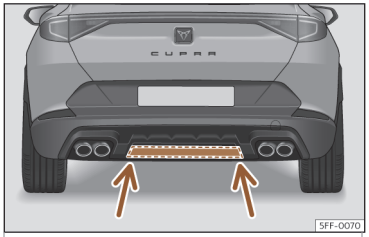

Abb. 86 Erfassungsbereich des unteren Sensors
- Wenn sich die Heckklappe nicht öffnet, wiederholen Sie den Prozess nach einigen Sekunden nochmals. Möglicherweise wurde der Erfassungsbereich des unteren Sensors nicht erreicht››› **Abb. 86** .